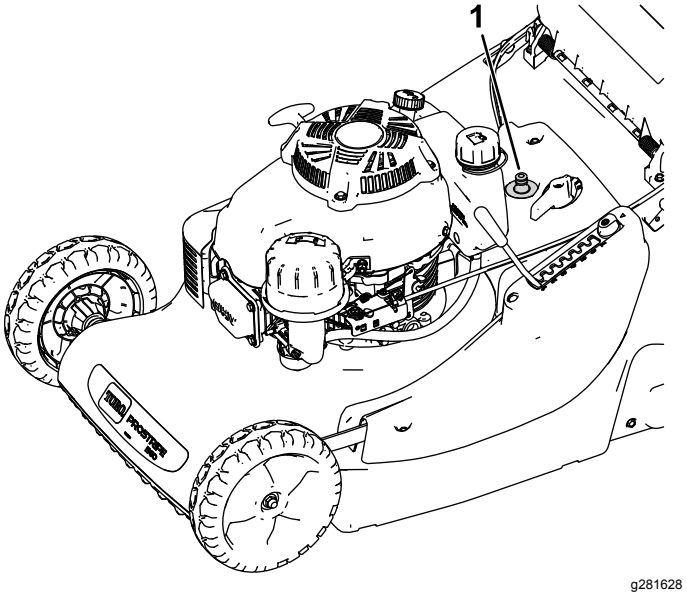

Figur 20
7. Anslut en trädgårdsslang, som är ansluten till en vattenkälla, till tvättanslutningen (Figur 20).